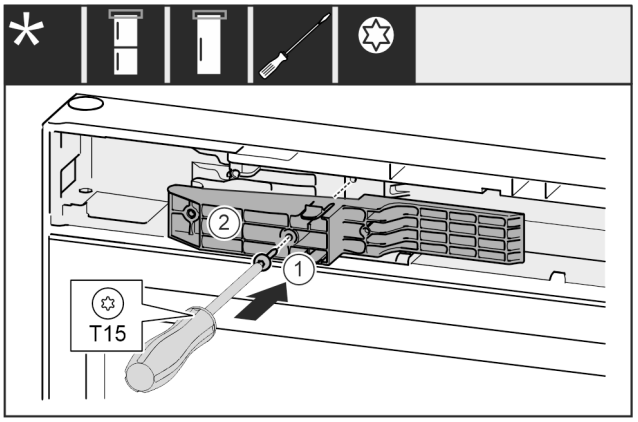

*Fig. 70 **
- ▶ Ievietojiet adapteri *Fig. 70 (1)* padziļinājumā satveršanas pusē.*
- ▶ Ar skrūvgriezi pieskrūvējiet skrūvi *Fig. 70 (2)*.*